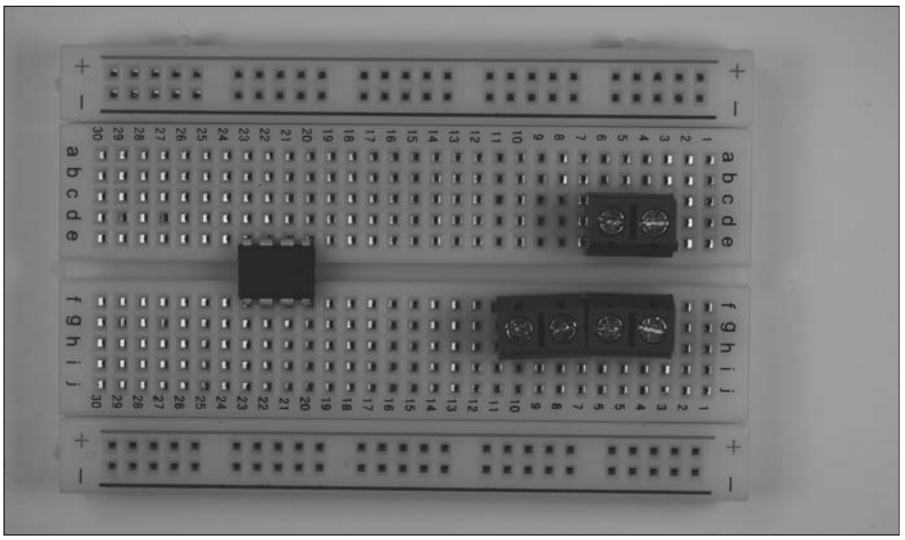

Figure 9-7: Place the LM555 IC and terminal blocks on the breadboard.
1. **Place the LM555 IC and three terminal blocks on a breadboard, as shown in Figure 9-7.**